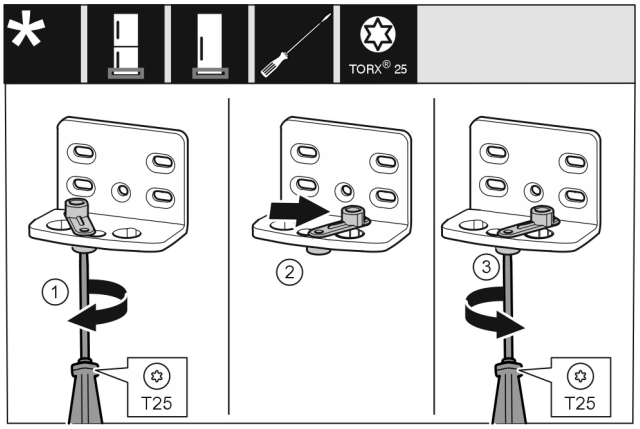

Fig. 13
- ▶ Skru løs skruen med skrutrekker T25. *Fig. 13 (1)*
- ▶ Løft dørlåshjelpen, og drei den 90° mot høyre inn i boringen. *Fig. 13 (2)*
- ▶ Stram skruen med skrutrekker T25. *Fig. 13 (3)*